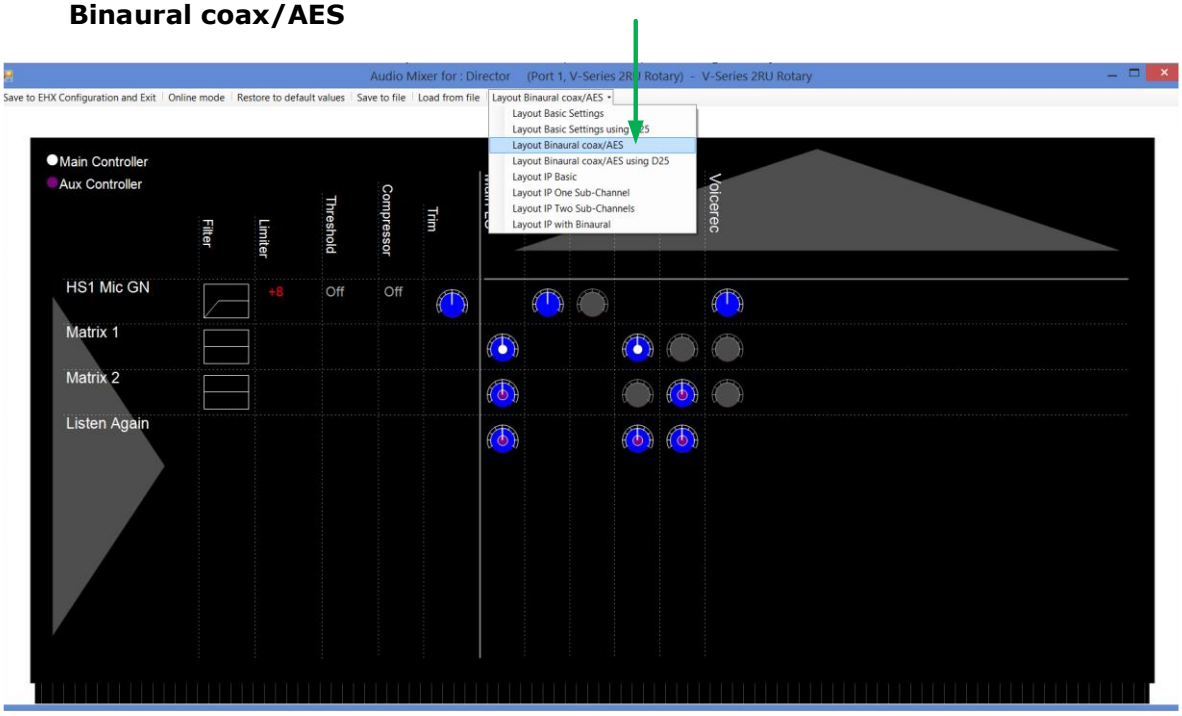

**Figure 6-6 Set binaural viewing options in the audio mixer**
1) Select **Configuration>Panels>Audio Mixer>Layout Basic Settings** in the EHX software and chose either **Layout Binaural coax/AES** or **Layout Binaural coax/AES + D25**. See Fig. 6.6.